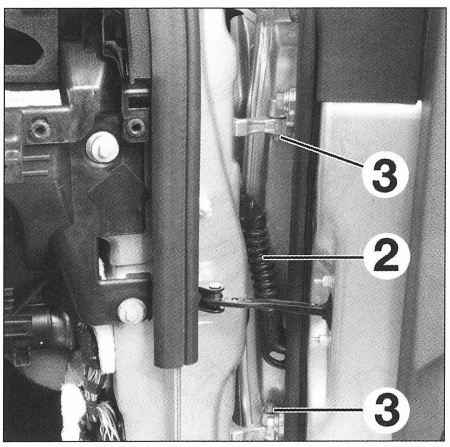

FIG. 51
• Desmontar el tornillo (1) **(fig. 51)** del anillo de retención de puerta.